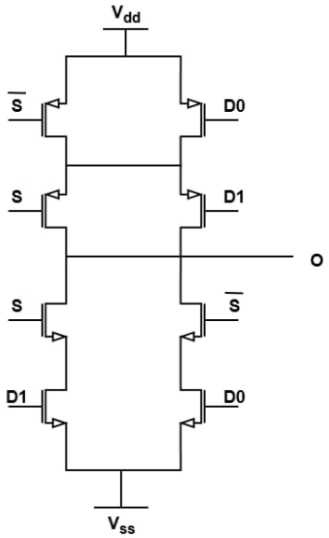

Figure 5b:
3.1. Cổng MUX21 tại Figure 5b
Cổng MUX21 tại Figure 5b có cấu trúc giống như cổng XOR nhưng có ít Transistor hơn với chỉ 1 bộ Đảo. Với những kinh nghiệm từ việc Layout cổng XOR, ta thực hiện Layout bước đầu cho cổng MUX này, kết quả như hình dưới